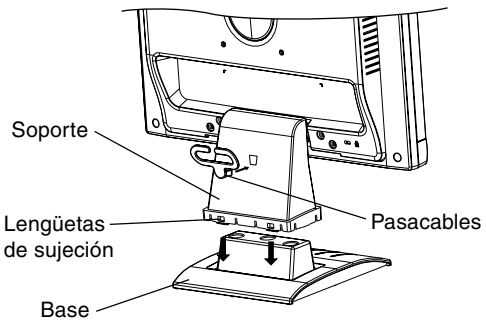

Figura S.1
1. Inserte la parte frontal del soporte del monitor en los orificios situados en la parte delantera de la base (**figura S.1**).
2. A continuación, inserte las lengüetas de sujeción de la parte trasera del soporte del monitor en los orificios de la base. Empuje hacia abajo el soporte hasta que las lengüetas queden bien fijadas (**figura S.1**).
1. Introduzca las lengüetas del pasacables en el orificio del cuello de la base (**figura S.1**).